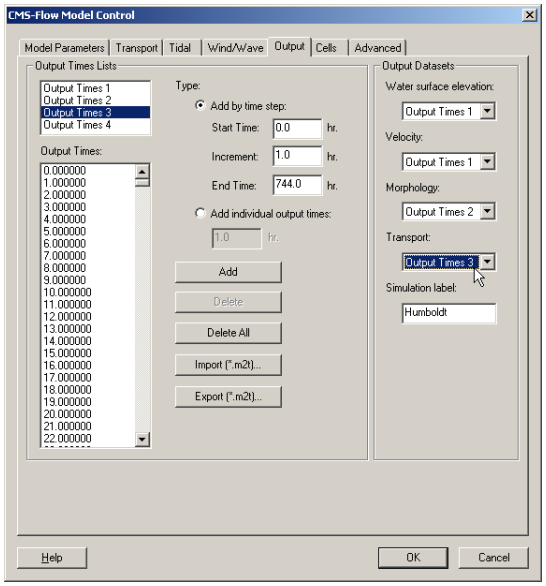

Figure 35. *CMS-Flow Model Control*: *Output* tab for specifying time series output of CMS-Flow calculated datasets.
6. The same can be done for *Transport*, which should normally be set to an *Increment* on the order of the tide or wave time series (<3 hr; typically 0.5-1.5hr), and it is suggested that it be set to 1-hr output increment for *Output Times 3* (Figure 35), *OK*.